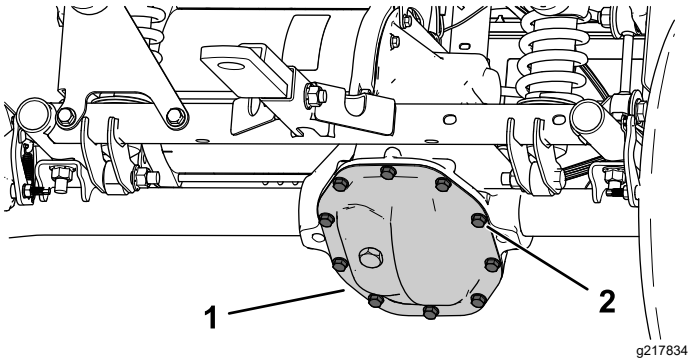

Figur 51
1. Anbring en dræningsbakke under transmissionsdækslet (Figur 51).
2. Fjern boltene fra transmissionsdækslet, og dræn væsken helt (Figur 51).